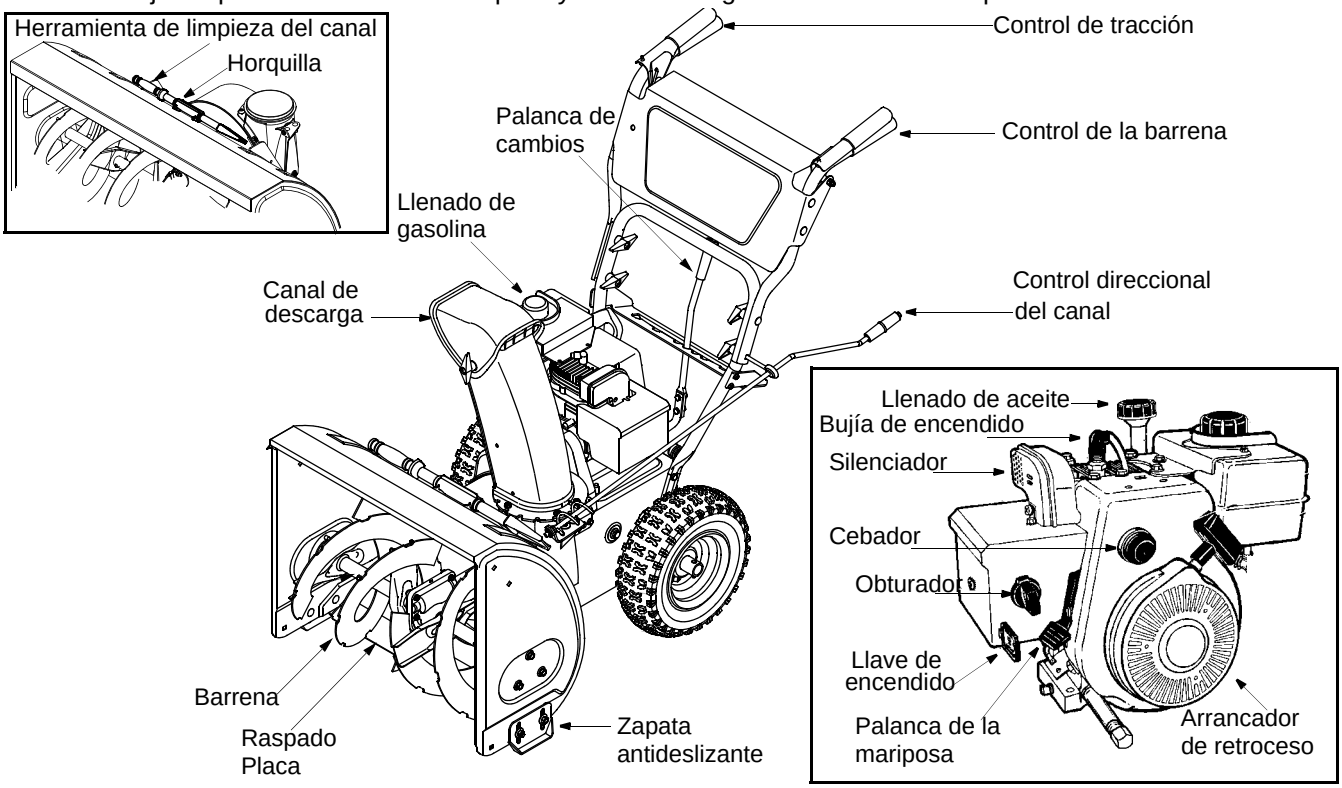

Figura 6
1. Ubique la placa de raspado en Figura 6. Es posible ajustar el espacio existente entre esta placa de raspado y el suelo.
Familiarícese con todos los controles y su operación apropiada. Vea Figura 6 y siga las descripciones que se indican debajo. Sepa cómo detener la máquina y cómo desengranar los controles rápidamente.